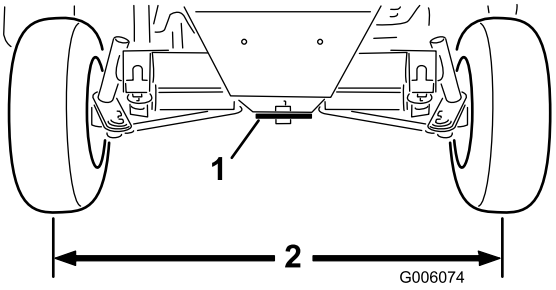

Figuur 57
2. Draai de contramoeren aan beide spoorstangeinden los. Stel beide spoorstangen af totdat de afstand hart-op-hart aan de voorzijde en achterzijde van de achterwielen gelijk is (Figuur 57).